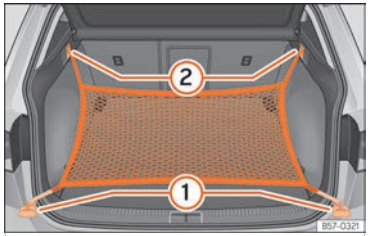

Fig. 178 Al maleter: argolles ① i ganxos ② per enganxar la bossa de xarxa.
- Fixeu els ganxos curts de la xarxa a les argolles d'amarratge ››› fig. 178 ① ››› ⚠. La cremallera de la bossa ha de quedar cap amunt.
- Fixeu les cintes als ganxos per penjar bosses ②.